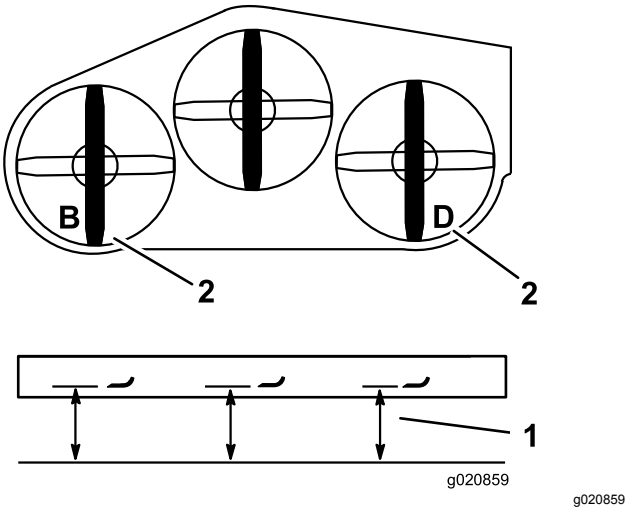

Figur 85
2. Mål den venstre kniven ved **B**-plasseringen, fra en jevn overflate til knivveggen på knivspissen, og noter denne målingen (Figur 85).
3. Mål den høyre kniven ved **D**-plasseringen, fra en jevn overflate til knivveggen på knivspissen, og noter denne målingen (Figur 85).
Merk: Målet ved posisjon **B** må være innen 3 mm fra målet ved posisjon **D**. (Figur 85). Dersom det ikke er korrekt, gå til følgende trinn.